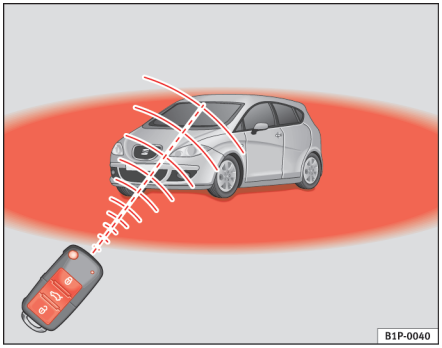

Fig. 63 Område, hvor fjernbetjeningen virker
- Fjernbetjeningen virker kun, når du er i dens virkeområde ⇒ side 96, fig. 63 (rødt område).
- Hvis en af dørene eller bagklappen ikke åbnes, inden der er gået ca. 30 sek., efter at bilen er blevet låst op med knappen (1), låses bilen automatisk igen. Denne funktion forhindrer, at bilen ved en fejltagelse er låst op i længere tid.